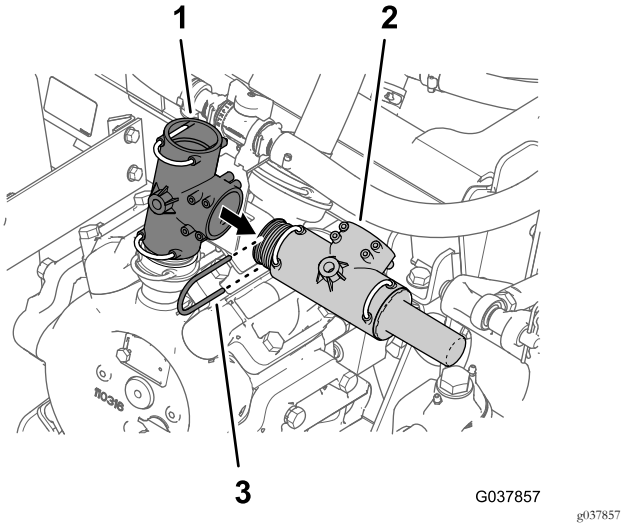

Figuur 66
3. Verwijder de borgclip waarmee de T-fitting met de overdrukklep bevestigd is aan de T-fitting bovenaan de spuitpomp (Figuur 66).
4. Verwijder de T-fitting met de overdrukklep van de T-fitting bovenaan de spuitpomp (Figuur 66).